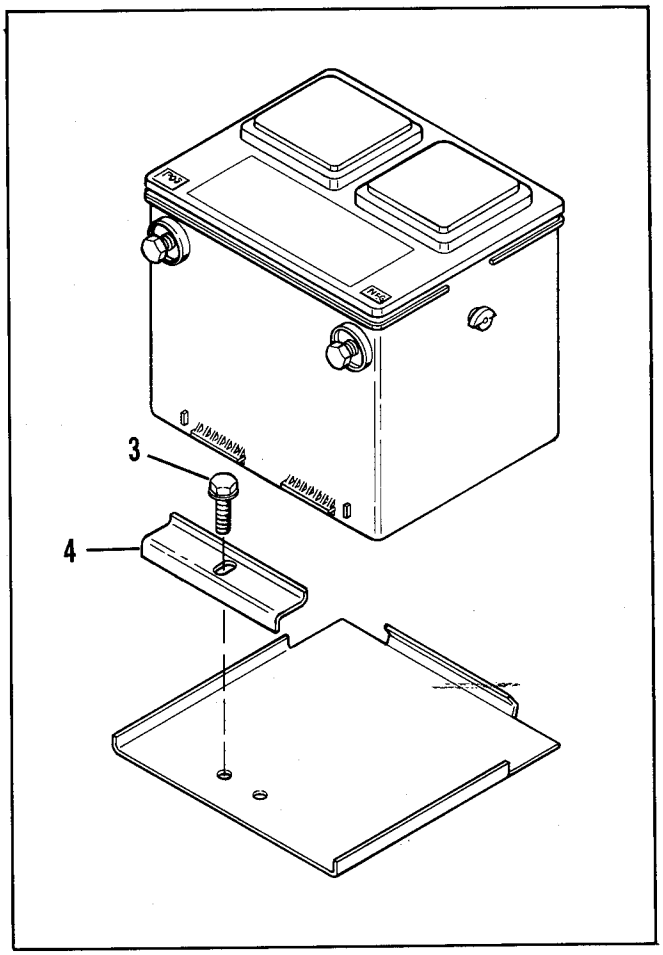

Figure 104 – Battery Removal
Removal (Figure 104)
a. Thread a 3/8-16 bolt into each terminal, hand tight, Figure 104.